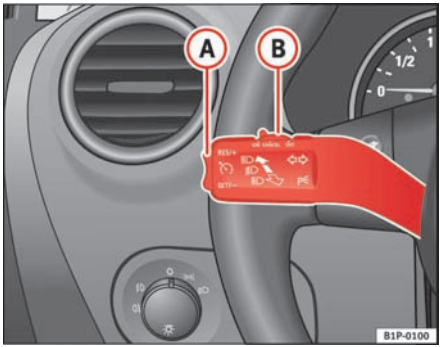

Fig. 128 Turn signal and main beam headlight lever switch and rocker switch for the cruise control
– Press the upper part **RES/+** of the rocker switch ⇒ fig. 128 (A) to increase the speed. The vehicle will continue to accelerate for as long as you keep the rocker switch pressed. When you release the switch, the new speed is stored.
Control of the set speed is switched off if you reduce speed by depressing the brake pedal. You can reactivate the control by pressing once on the upper part of the rocker switch **RES/+** ⇒ page 168, fig. 128 (A).